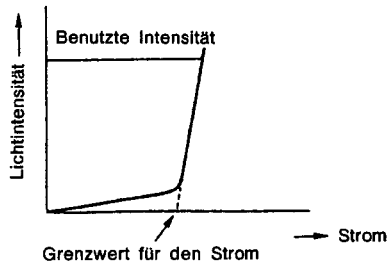

Abb. 10
(1) Halbleiterlaser (Abb. 10)
Wie in Abb. 10 dargestellt, erhöhen sich die Strom- und Lichtintensitäts-Eigenschaften abrupt, sobald der Grenzwert für den Strom überschritten ist.